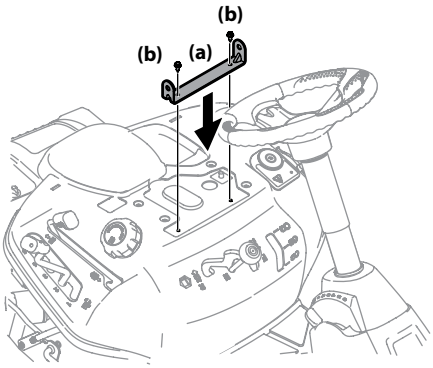

Figura 2-7
3. Alinee el soporte del asiento (a) en su lugar sobre los orificios de los pernos autorroscantes (b) que extrajeron, como se indica en la Figura 2-7.
4. Con una llave de trinquete de ¼″ con una llave de ⅜″, sujete el soporte del asiento (a) con los pernos autorroscantes (b) que se extrajeron en el paso 2. Consulte la Figura 2-7.